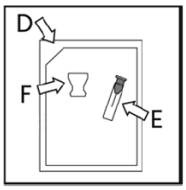

図 2
フラッシングカニューレ(図 2 の E)によって、本品をフープから取り出すことなく、ガイドワイヤルーメンをフラッシュすることができる。
d. フラッシングカニューレ(図 2 の E)を付属品パウチ(図 2 の D)から取り出し、カバーを取り外さないまま、端部をシリンジに直接接続する。
ルーパ(図 2 の F)は、メドトロニック社バルーンカテーテルと併用する付属品である。ルーパを使用すると、本品をコイル状に固定し、使用中の取扱いを容易にすることができる。
1) ルーパを付属品パウチ(図 2 の D)から取り出す。